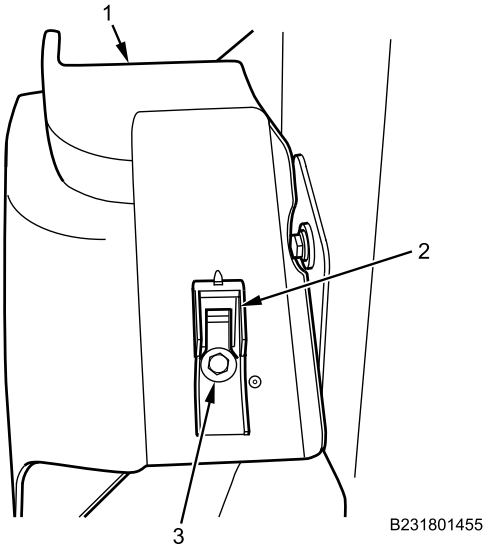

Figure 4. Fender and Latch.
3. Install fender latch (Figure 4, Item 2) on fender (Figure 4, Item 1) with bolt (Figure 4, Item 3). Tighten securely.